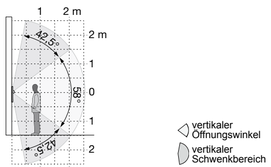

Bild 14: Vertikale Kameraausrichtung
Um das Kamerabild an die Gegebenheiten vor Ort anzupassen, kann die Kamera ausgerichtet werden (Bild 14 und 15).
- Kamera ausrichten (Bild 14/15).